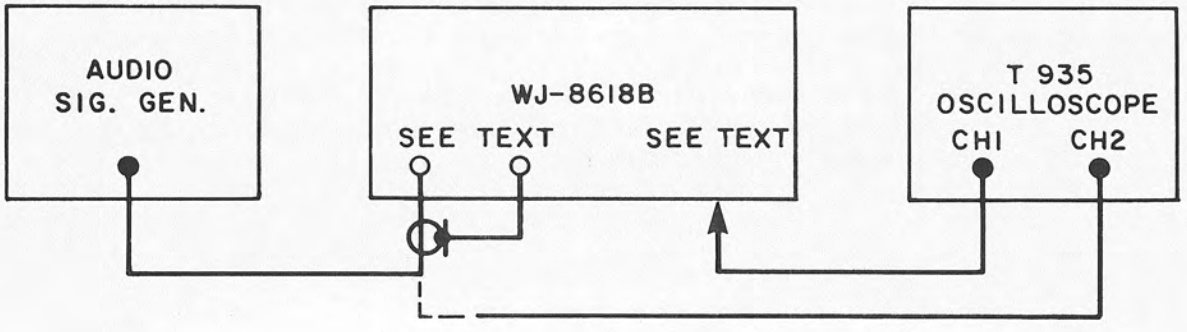

Figure 4-4. Audio/Video/COR Performance Test, Equipment Connections
1. Connect the test equipment as illustrated in **Figure 4-4,** and remove the FM Demodulators from their slots on the RF/IF motherboard.